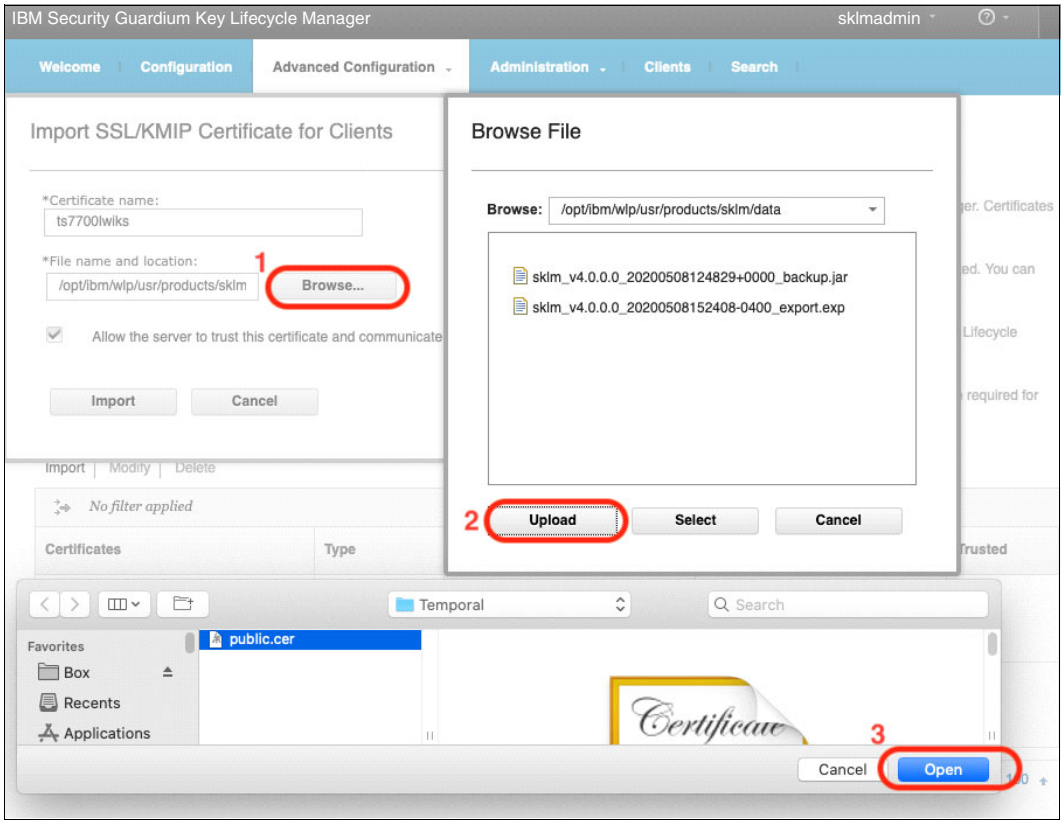

Figure J-13 Uploading TS7700 into the IBM Security Guardium Key Lifecycle Manager
2. The Import SSL/KMIP Certificate for Clients opens (see Figure J-13 on page 1040). Complete the following steps: